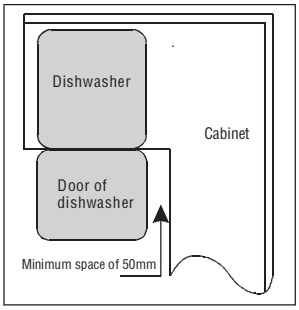

FIGUR 2
2. Om diskmaskinen installeras i hörnet av skåpet, bör det finnas plats (visas i figur 2) när dörren ska öppnas.